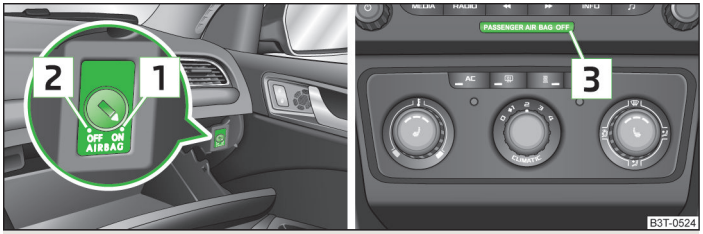

Fig. 154 **Key switch for front passenger airbag/warning light for front passenger airbag activation/deactivation**
- Warning light OFF 3 » Fig. 154 on page 184 lights up after the ignition is switched on.
- Use the key to turn the slot of the key switch into position 2 » Fig. 154 **OFF**.
- Use the key to turn the slot of the key switch into position 1 » Fig. 154 **ON**.